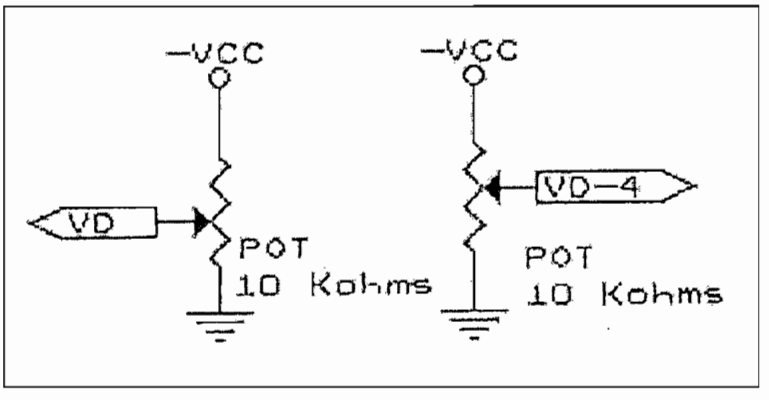

Figura 3.15 Control de contraste para LCD´s
Los niveles de voltaje para ajustar el contraste de cada uno de los LCD´s pin 3 (VD), se lo realiza mediante un potenciómetro de 10 Kohm, como se ve en la figura 3.15.